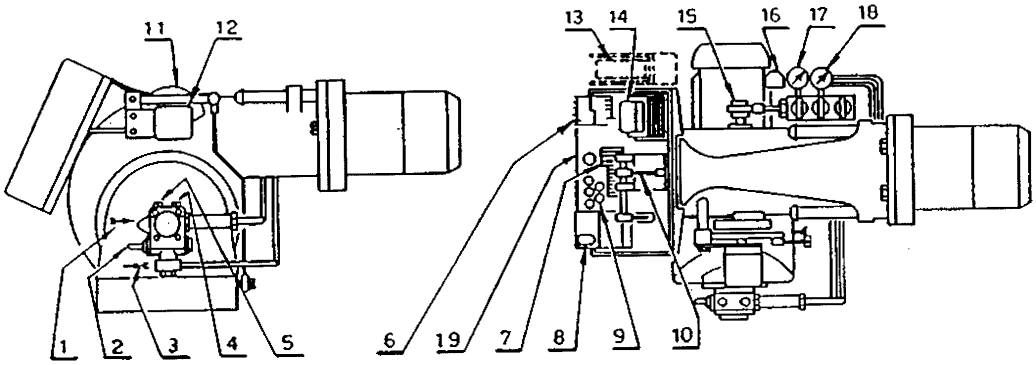

рисунок 1
Наполните насос топливом через штуцер вакуумметра (5) (рисунок (1), запустите горелку, выпустите воздух через штуцер манометра (4) (рисунок 1) и подождите, пока насос не заполнится топливом.